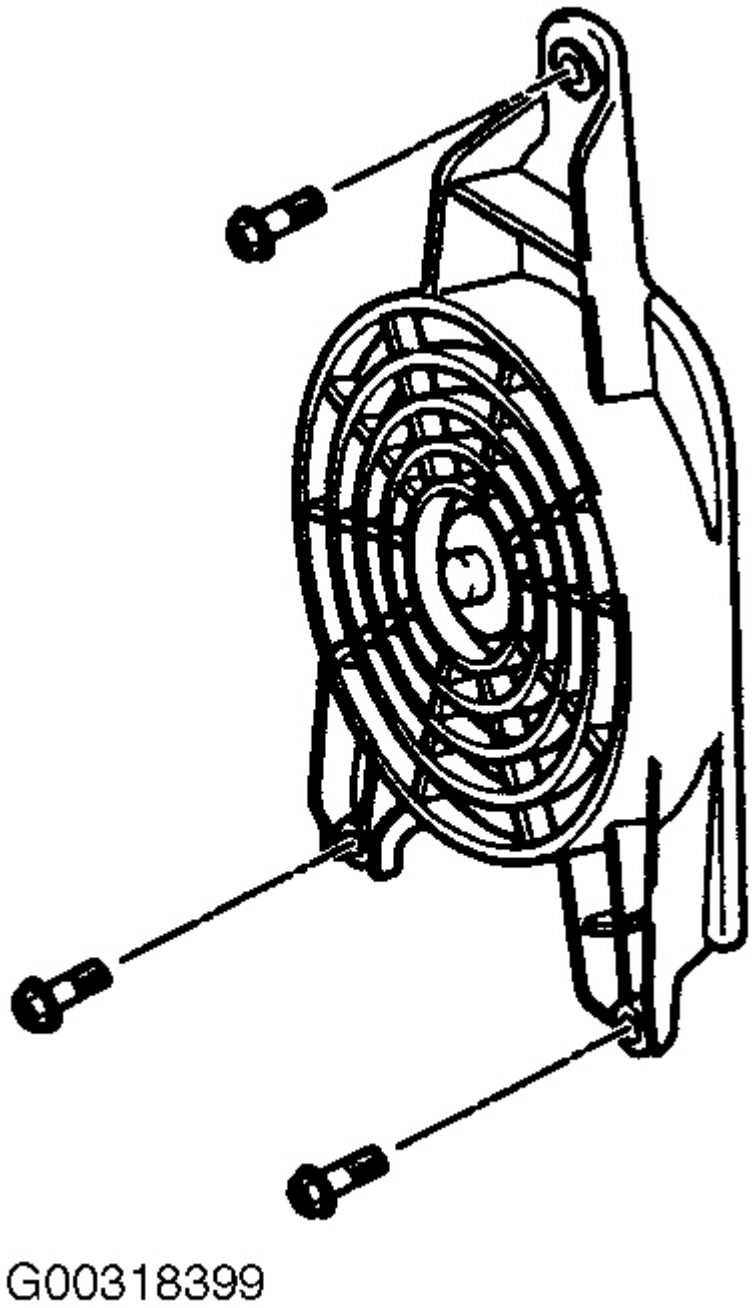

Fig. 5: Extracción e instalación Tornillos del ventilador del condensador
2. Quitar los pernos del motor del ventilador del condensador y el motor del ventilador de carenado del radiador. Ver **Fig. 5** .